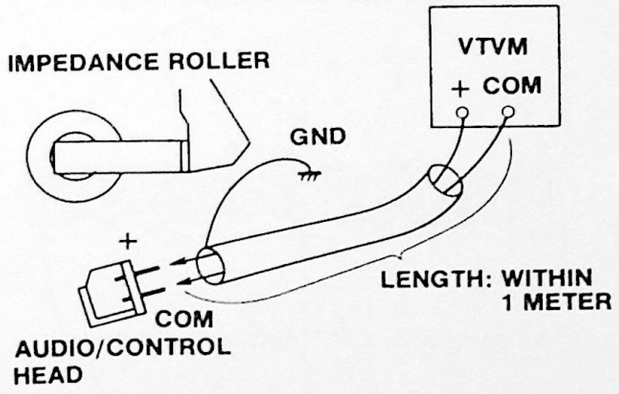

Figure 34. Bias Current
1. Connect a VTVM or scope across the Audio Control (A/C) head as shown in Figure 34.
1. Connect the VTVM, as shown in Figure 34.